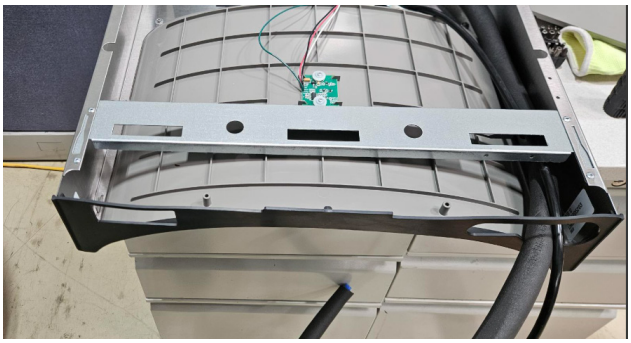

Fig. 11
6) **Install gasket on bottom of bottle filler tower** with by pushing detents into place (See Fig 11).